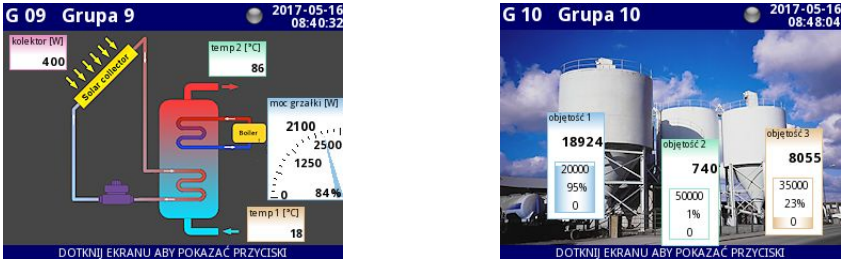

*Rys. 6.15. Przykład trybu wyświetlania **SCADALite***
- tryb **SCADALite Rys. 6.15**